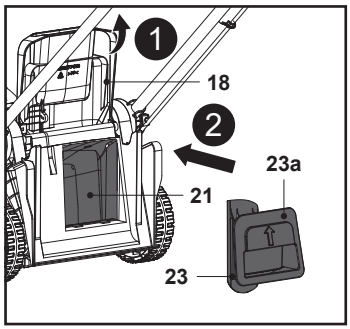

Fig. 14
7. Open the rear deflector guard (18), hold the recess handle (23a) in position and insert the mulching insert (23) into the rear discharge chute (21) all the way to the end (Fig. 14).